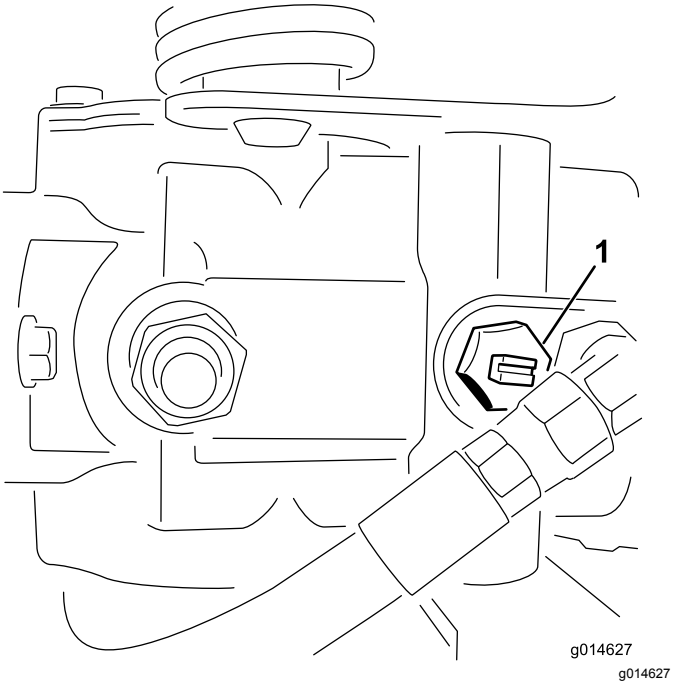

Rysunek 28
1. Znajdź na pompie zawór obejściowy i obracaj nim tak, aby szczelina była skierowana pionowo (Rysunek 28).
2. Przed uruchomieniem silnika zamknij zawór obejściowy, obracając nim tak, aby szczelina znajdowała się w położeniu poziomym (Rysunek 28).